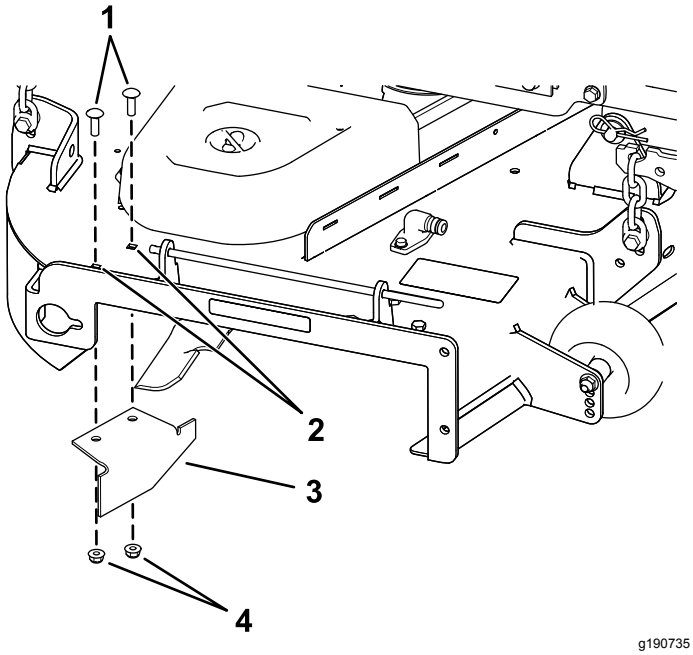

Rysunek 19
14. W woreczku z drobnymi elementami odszukaj przegrodę odcinającą, odkręć mocowania z tylnych otworów płyty wyrzutu, a następnie zamontuj przegrodę w otworze wyrzutu bocznego w podwoziu tnącym kosiarki (Rysunek 19).